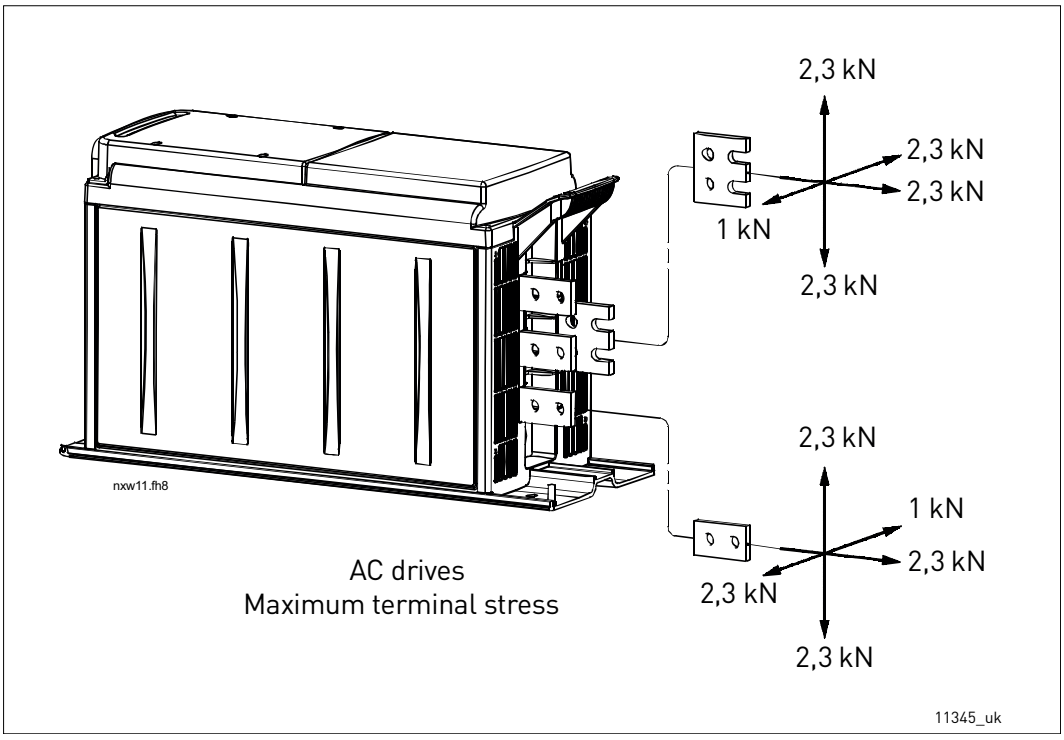

Figure 54. Maximum terminal stresses
- Take the maximum terminal stresses shown in Figure 54 into account.
In order to avoid excessive terminal stresses on busbar terminals on inverter units with DC-supply on top (CH61–CH64), use flexible busbar connection. See figure below. The maximum terminal stresses are shown in Figure 54.